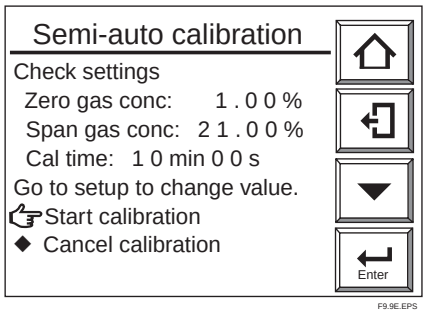

Figure 9.9 Semi-automatic Calibration Display
(2) Select Semi-auto calibration to display the Semi-automatic calibration display shown in Figure 9.9.